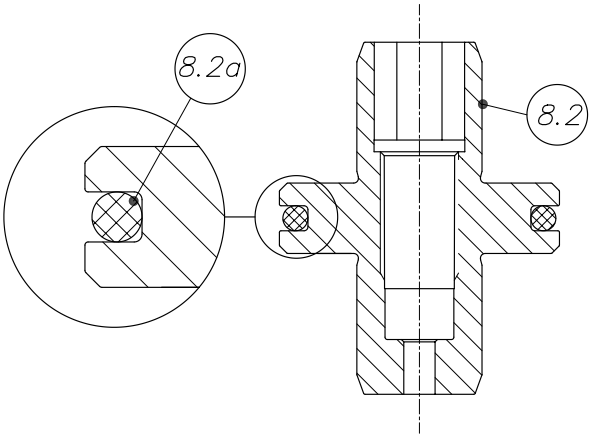
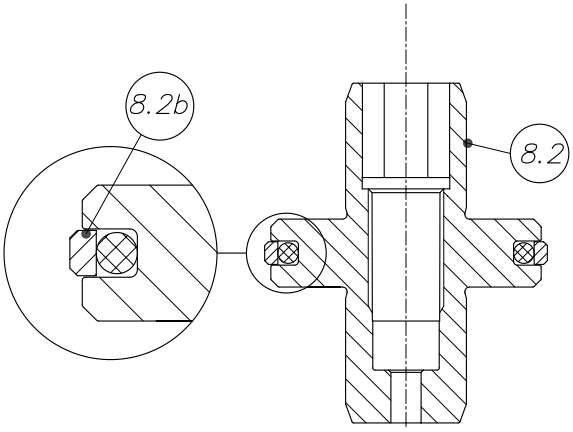

Figure 125: (z402-07) Pull the O-ring onto the piston
Figure 126: (z402-08) Push the sliding ring onto the supporting ring
9. Pull the supporting ring (O-ring, pos. 8.2a) of the piston sealing onto the piston (pos. 8.2). Avoid twisting and overstretching the O-ring (see Fig. 125). Then push the sliding ring (pos. 8.2b) onto the supporting ring (note the orientation, see Fig. 126).